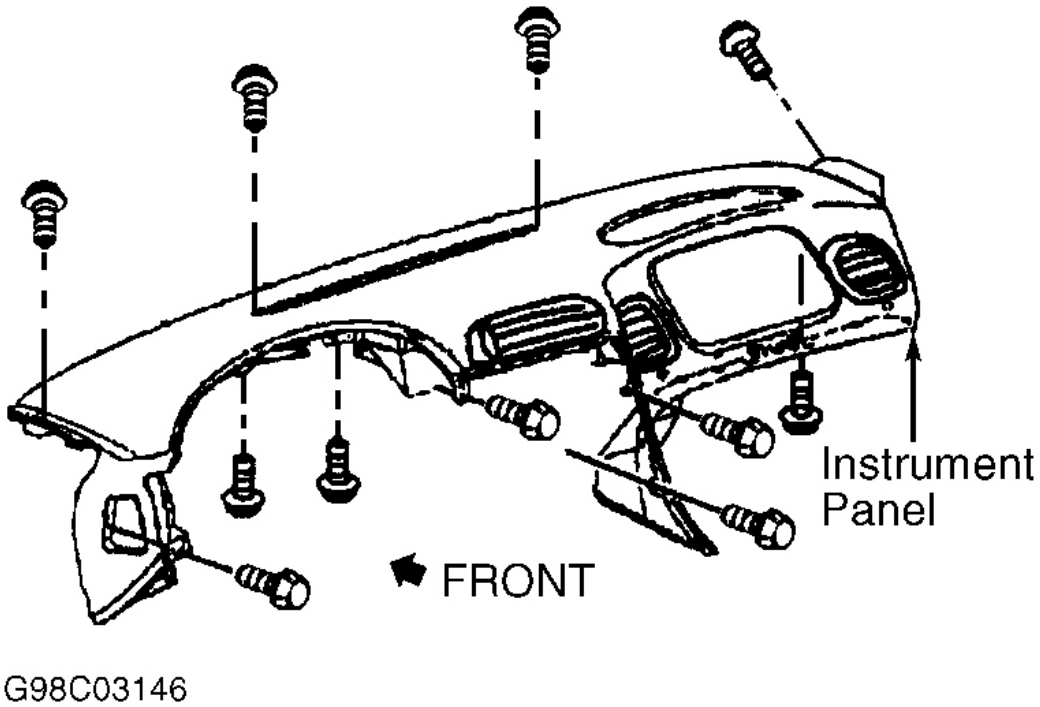

Fig. 29: Removing Instrument Panel Upper Trim Pad
4. Tilt steering wheel to lowest position. Lift rear edge of upper trim pad about 2" to clear air distribution duct. Slowly pull upper trim pad out while guiding tabs on sides of trim pad past hinge pillars. Disconnect hazard warning switch connector. Remove upper trim pad. See **Fig. 29** .